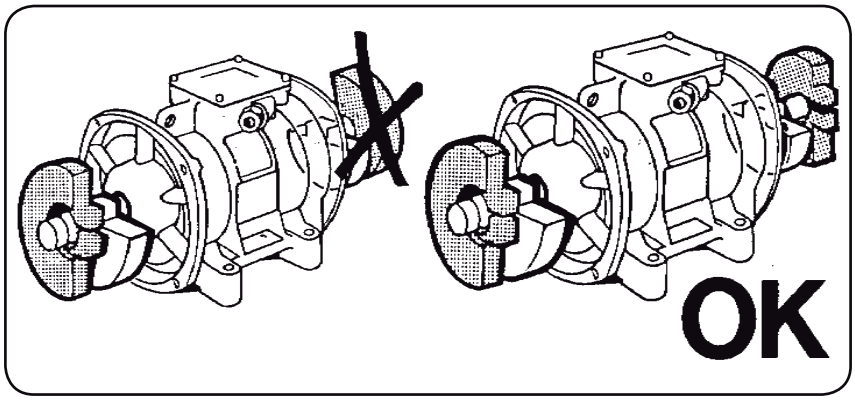
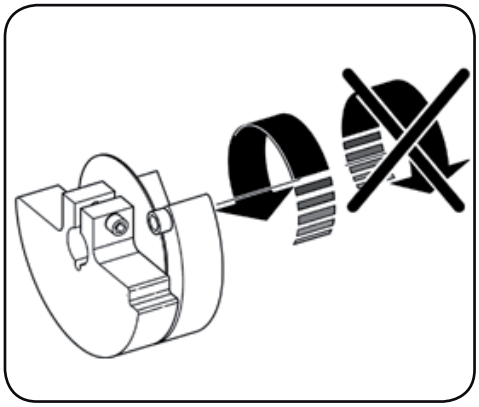

Rysunek 30
Rysunek 31
- Zazwyczaj konieczne jest nastawienie mas z obu stron w tych samych kierunkach (Rysunek 30) Aby umożliwić precyzyjne ustawienie mas, silniki wibracyjne wyposażone są w opatentowany system, który zapobiega obracaniu się mas w niepożądanym kierunku (Rysunek 31, strona 31)